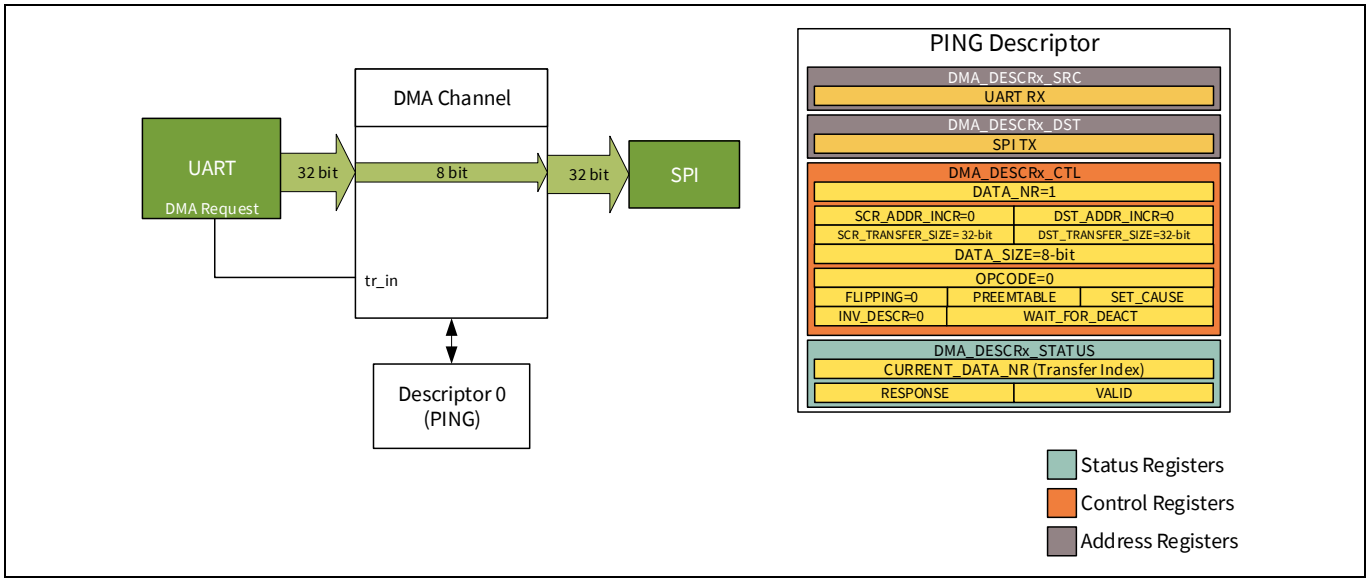

**Figure 6-4. OPCODE 0: Simple DMA transfer from peripheral to peripheral**
**Figure 6-4** shows a typical use case of this transfer. Here a UART receive (RX) register is the source and the destination is a peripheral register such as an SPI transmit (TX) register. The trigger is from the DMA request signal of the UART. When the trigger is received, the transfer engine will load data from the UART Rx register and store the lower eight bits to the SPI TX register. Successive triggers will result in the same behavior because the descriptor will be rerun.